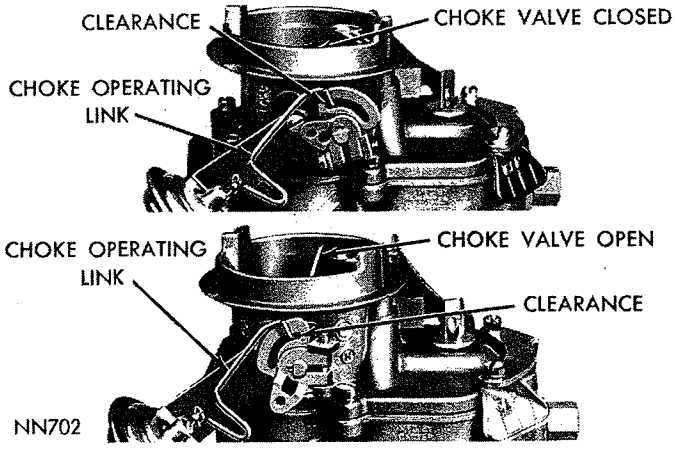

*Fig. 17—Choke Operating Link Clearances*
(8) With no vacuum applied to diaphragm, some clearance should exist between the choke operating link and choke lever slot, in both open and closed choke valve positions, as shown in (Fig. 17). **This clearance is necessary to allow the choke valve to close for starting as well as fully open after the engine reaches the normal operating temperature.**